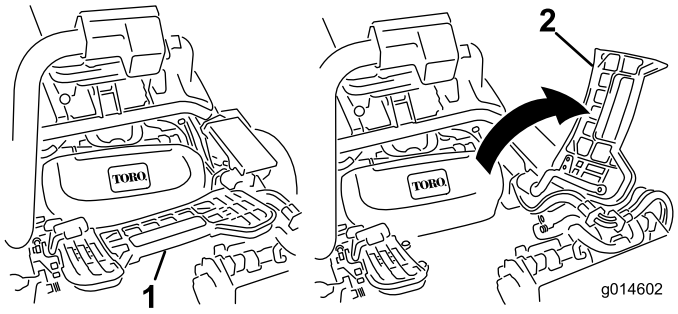

Figur 32
2. Hæv fodstøtten og vip den åben, så du får adgang til den midterste klippeenheds position (Figur 32).